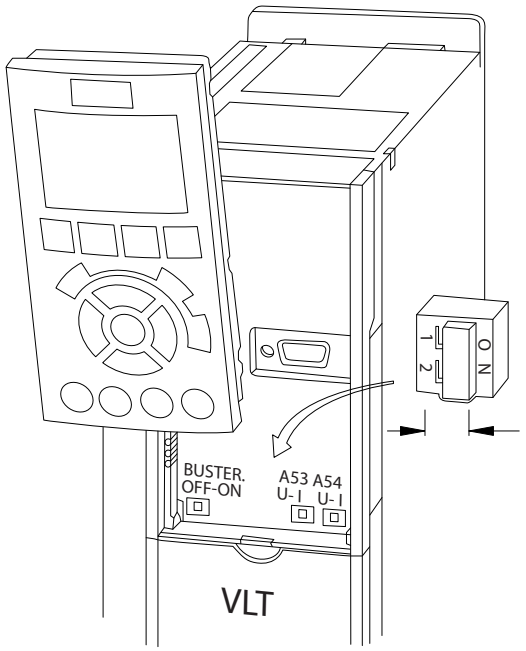

Рисунок 4.10 Расположение переключателей клемм 53 и 54
1. Снимите панель местного управления (LCP) (см. *Рисунок 4.10*).